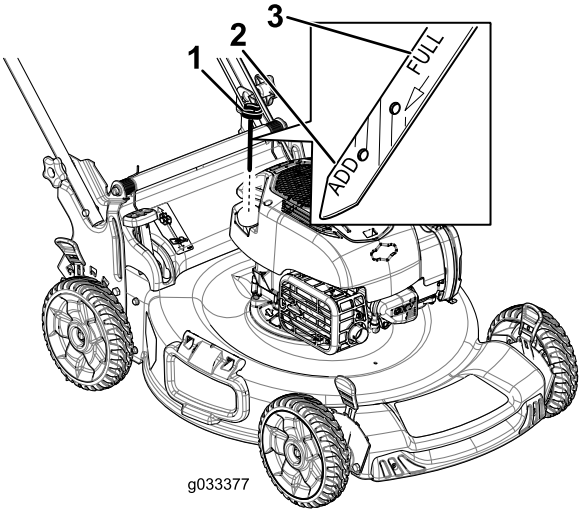

Figur 8
1. Tag målepinden ud (Figur 8).
2. Hæld langsomt olie i oliepåfyldningsrøret, indtil oliestanden når op til linjen Full (fuld) på målepinden (Figur 8). **Fyld ikke for meget på.**